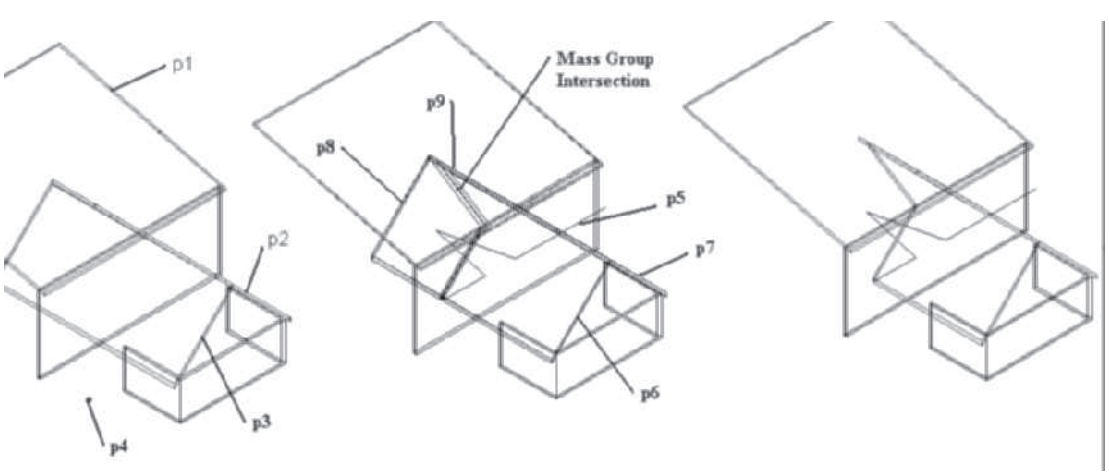

FIGURE 7.49 *Cutting a roof slab at the intersection of roof planes*
2. Select **Mass Group** from the **Massing** palette and attach each roof slab **p1**, **p2**, and **p3** shown in Figure 7.49 to the group. Select any coordinate for the location of the mass group marker.
3. View the roofs from Top, select **Polyline** from the Line flyout of the Draw panel in the Roof Slab tab, and trace the intersection of the roof using the **Intersection** object snap to create a polyline. The isometric view of the polyline is shown at **p5** in Figure 7.49.
6. Select the roof slab at **p6** as shown in Figure 7.49, right-click, and choose **Cut** from the Modify panel of the Roof Slab tab. Respond to the workspace prompt as shown below:
`Select cutting objects (a polyline or connected solid objects):` *(Select the polyline at* p5 *as shown in Figure 7.49.)*
8. Select the roof planes at **p8** and **p9** that penetrate into the building, right-click, and choose **Basic Modify Tools > Delete** from the shortcut menu. View the slab intersection as shown at the right in Figure 7.49.